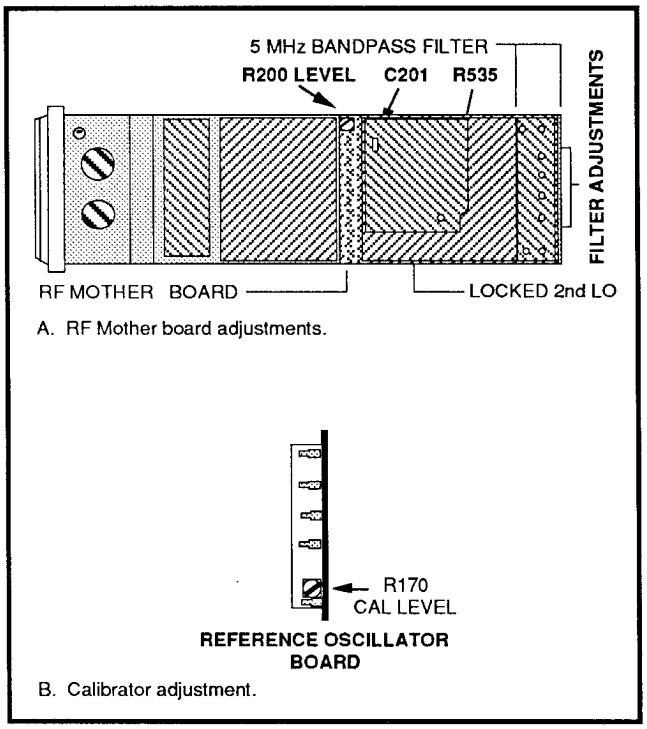

Figure 4-4. Locked 2nd LO and 5 MHz Bandpass Filter adjustments.
d. Adjust C201 (Figure 4-4) until the oscillator locks. (The calibrator signal comes on screen.) Note the voltage reading on the meter. Adjust C201 for a tune voltage of 8.5 to 9.5 V.
f. Starting with the capacitor towards the top of the instrument, adjust the four capacitors for highest amplitude, best filter shape of the 5 MHz pass band (4 to 6 MHz), and centering. See Figure 4-4 for the locations of the four capacitors on the RF Mother board. If necessary, adjust the C280 and C392 (Figure 4-6) on the Log board for amplitude and filter shape.